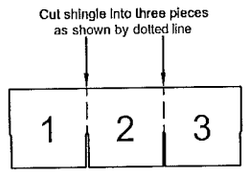

Figure 27. *Shingle cut into thirds*
4. **Install shingle cap**. Starting at the opposite end of the home from the prevailing wind, install ridge cap shingles provided by the manufacturer or use 12" x 12" shingles (36" shingles cut into three equal pieces) (Figure 27). Install using 12 ga x 1-1/4" long, 3/8" diameter head roofing nails spaced 5-5/8 inches from bottom edge and 1/2 inch to 1-1/2 inches in from both edges. Cover the exposed fasteners with tar or cement.